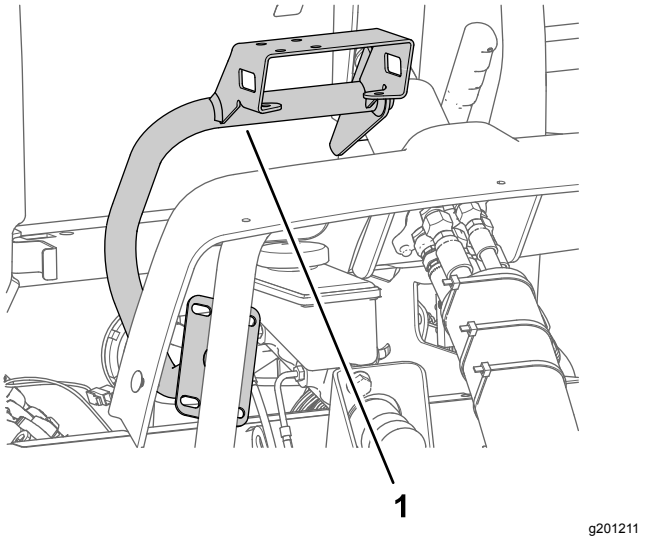

Figur 160
1. Innrett monitorfestet på maskinen, som vist i Figur 160.